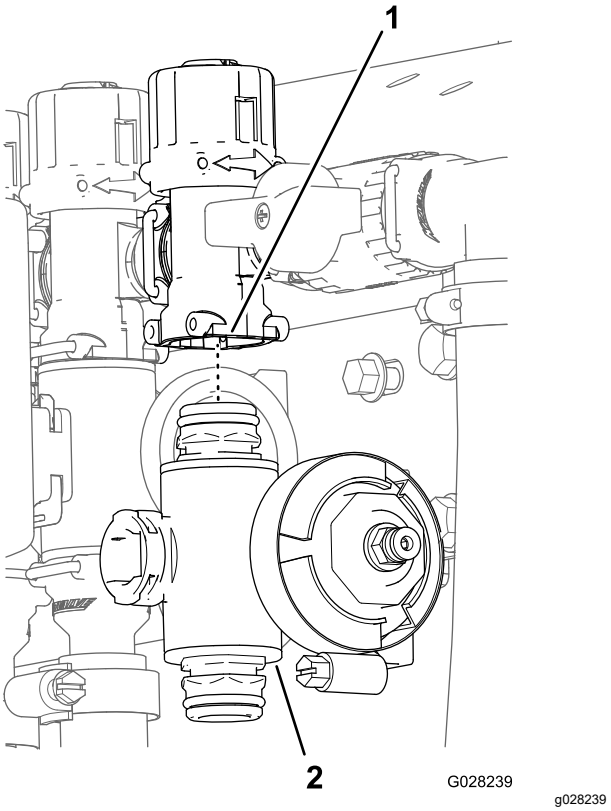

Figur 76
3. För den högra eller vänstra sektionens ventil tar du bort flänsskruven och flänslåsmuttern som håller fast sektionsventilen vid ventilfästet, och sedan avlägsnar du ventilgrenröret från maskinen. För mittsektionsventilen tar du bort sektionsventilens grenrör från maskinen (Figur 76).